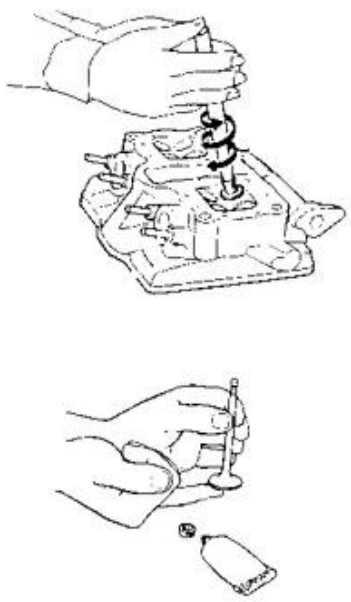

FIG. 46
- A l'aide d'une ventouse à roder, tourner la soupape sur son siège par un mouvement alternatif des mains, en exerçant un légère pression (fig. 46).